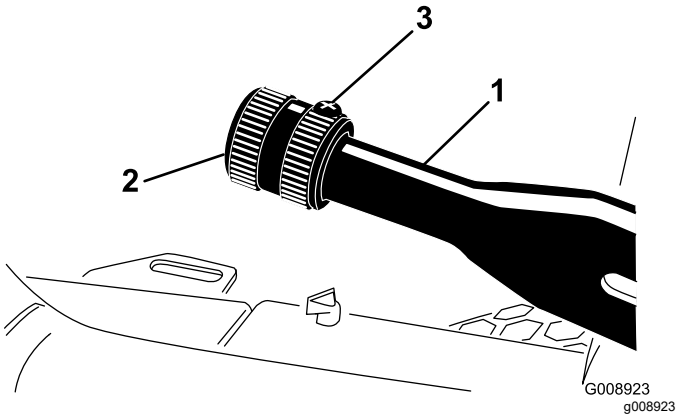

**Figuur 62**
1. Draai de stelschroef los waarmee de knop is bevestigd aan de parkeerremhendel (Figuur 62).